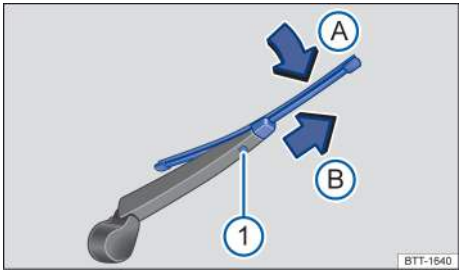

Fig. 155 Changing the rear window wiper blades.
— Lift the wiper arm away from the rear window in the direction of arrow Ⓐ → fig. 155.
— Press and hold the release button → fig. 155 ①.
— Install a new wiper blade of the **same length and type** onto the wiper arm by pushing in the opposite direction of the arrow → fig. 155 Ⓑ until it latches.